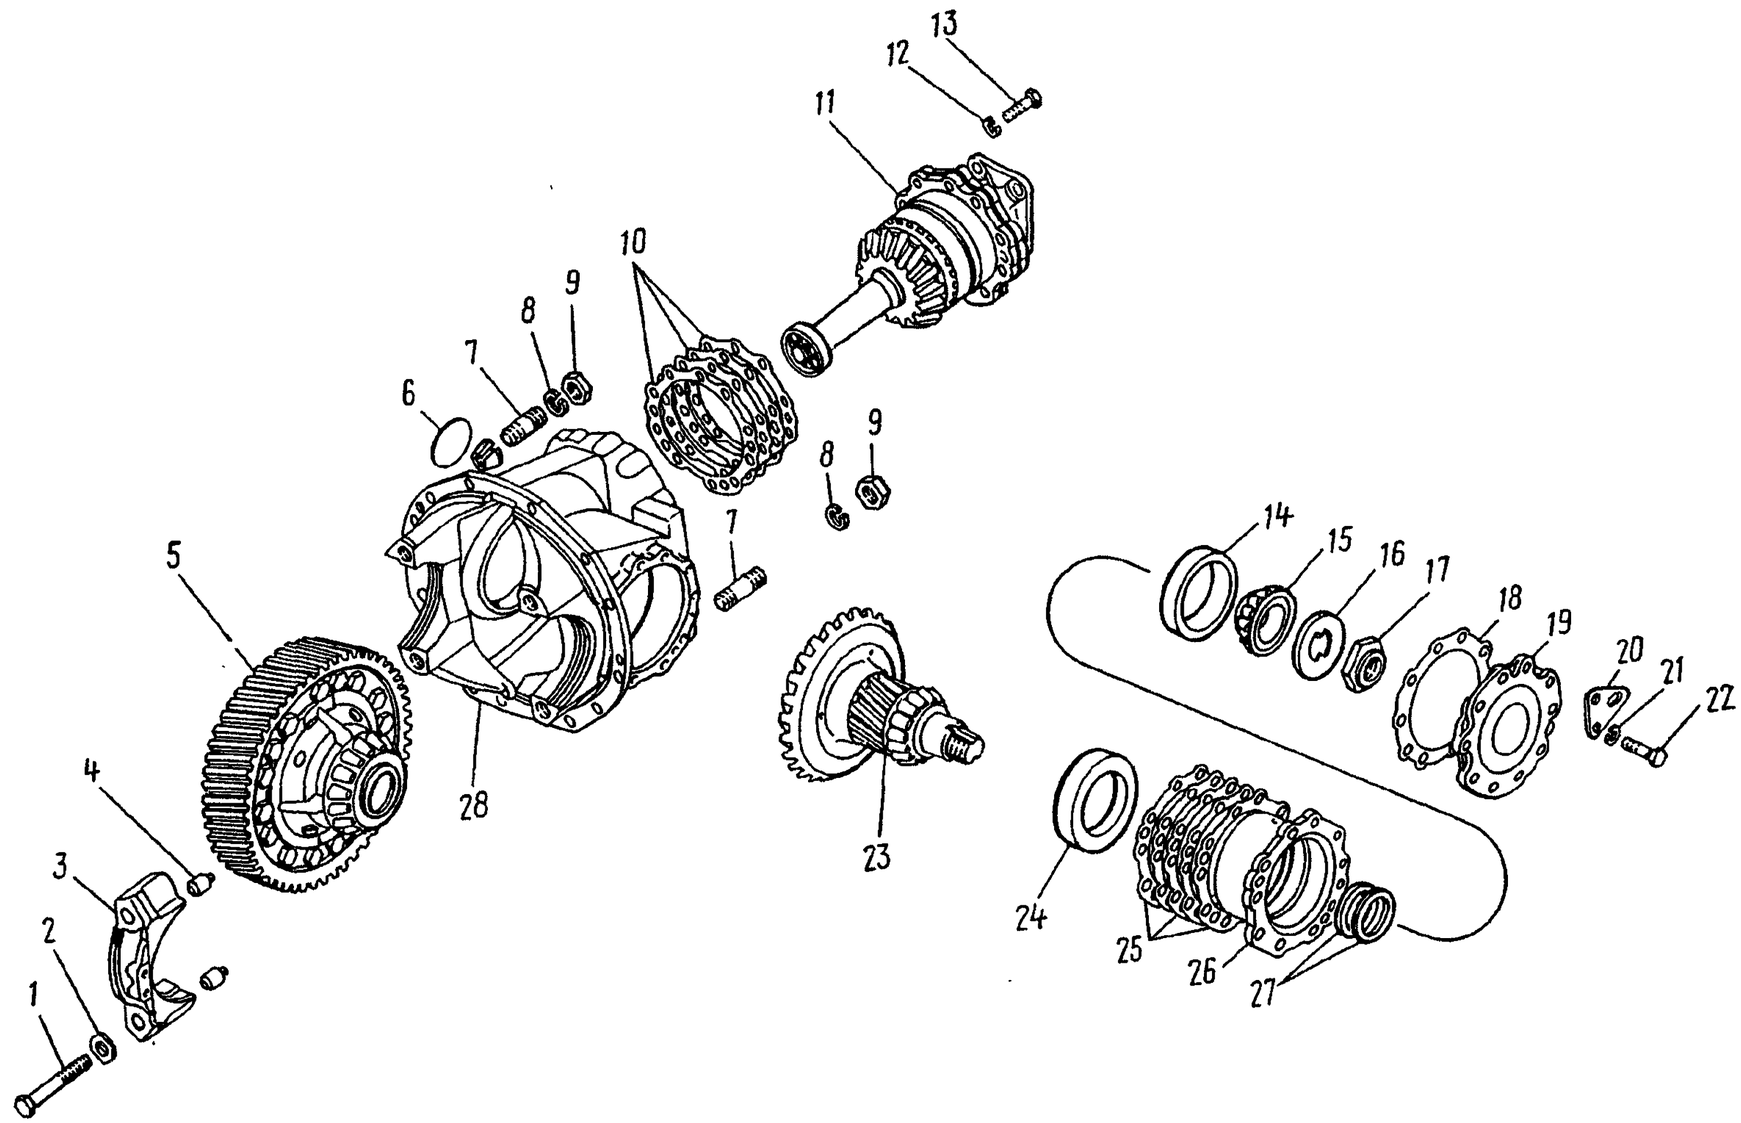

Рис. 203. Главная передача переднего моста:
28. Отверните гайки *9* (рис. 203) крепления главной передачи к картеру моста, снимите пружинные шайбы *8* со шпилек *7*	Ключ 22 мм
31. Расстопорите и выверните болты *1* (см. рис. 203) крепления крышек подшипников дифференциала, снимите стопорные пластины *2*, снимите крышки *3*, снимите гайки подшипников	Ключ 27 мм, молоток, зубило
42. Выверните болт *13* (см. рис. 203) крепления крышки стакана подшипников ведущего конического зубчатого колеса, снимите пружинные шайбы *12*	Ключ 19 мм